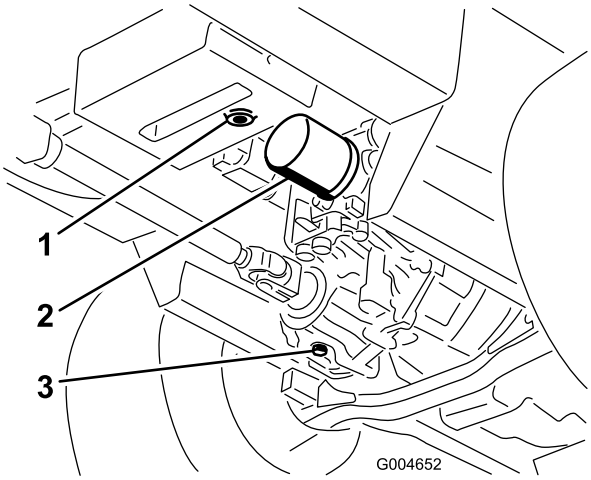

Rysunek 64
3. Umieść dużą miskę pod zbiornikiem hydraulicznym i skrzynią przekładniową, a następnie odkręć korki, spuszczając cały olej hydrauliczny (Rysunek 64).
4. Oczyść obszar wokół filtra oleju hydraulicznego i wyjmij go (Rysunek 64).